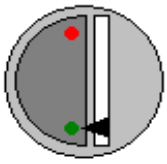

Fig. 1
- Bruk kun lampeolje eller ren parafin, ***ikke*** under noen omstendighet white-spirit eller eksplosive væsker som f.eks. bensin eller rødsprit. Bruk heller ikke gammel parafin som lukter stramt og har gulaktig farge. Kommer det vann i tanken, må den tømmes. Tørk den grundig, og ta veken ut av brenneren. Sett veken tillbake på plass etter at den er **tørr**. Fyll drivstoff til nivåmåleren kommer til den grønne markeringen (fig. 1). La veken suge opp brensel før ny tenning